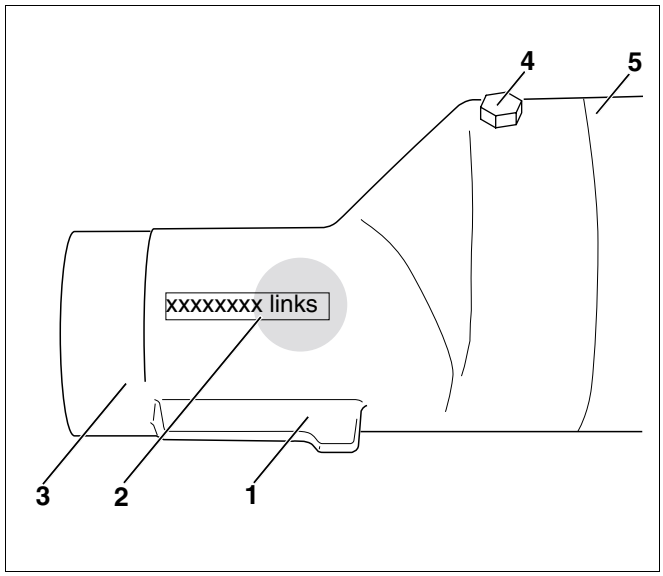

Afb. 24 Aansluitstuk injectiebuis links
door verkeerde montage van de aansluitstukken van de injectiebuis (afb. 24).
- Controleer of de dichtingen (afb. 24, **pos. 3**) van het aansluitstuk aanwezig zijn.
- Zorg ervoor, dat het linker aansluitstuk (bedrukt "links" vgl. afb. 24, **pos. 2**) in de bovenste ketelnaaf van het linker ketelblok en het rechter aansluitstuk (bedrukt "rechts") in de de bovenste ketelnaaf van het rechter ketelblok, correct gemonteerd worden.
- Schuif het aansluitstuk van de injectiebuis (afb. 24) op het verlengstuk (afb. 24, **pos. 5**) en schroef het met een schroef M5 x 16 (afb. 24, **pos. 4**) aan het verlengstuk vast.